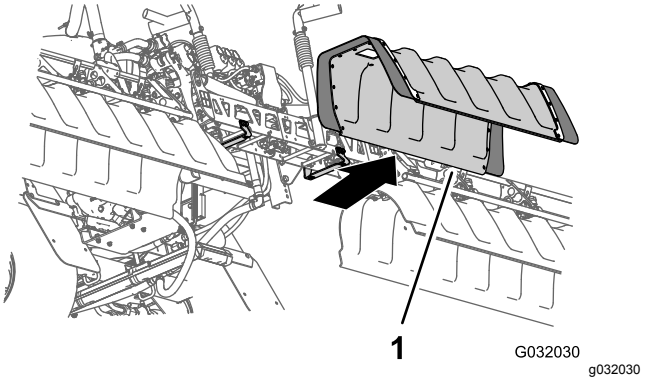

**Figur 20**
2. Afmonter midtersektionens dæksel fra maskinen (Figur 20).